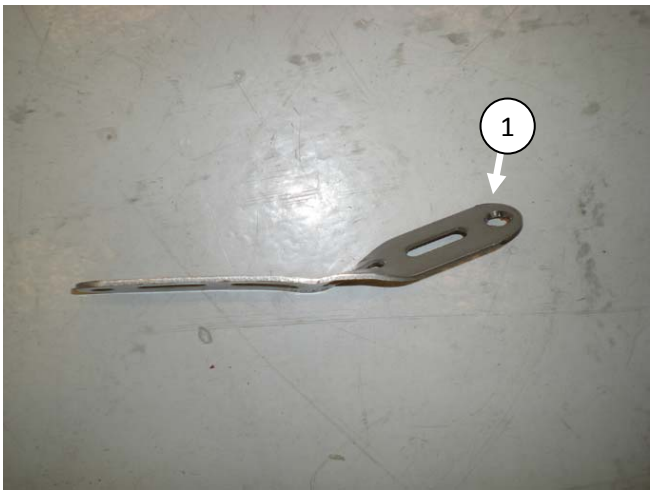

Bilde 13
Tre gummiholder på vannpumpe (1) og monteres denne på hulljernet *(bilde 13)* med en M6 bolt m/mutter og låseskive i den posisjon som er vist her.